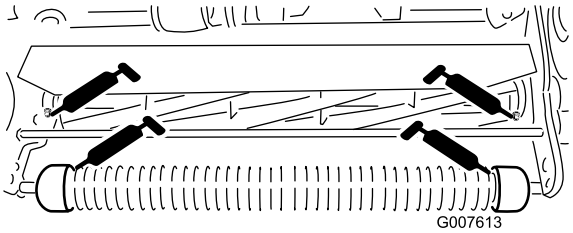

Figur 21
- Två på den främre valsen (Figur 21)
- Två på cylinderlagren (Figur 21)